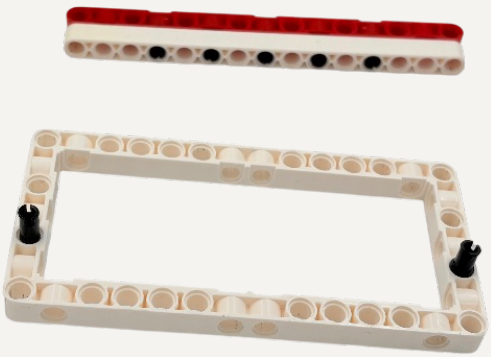
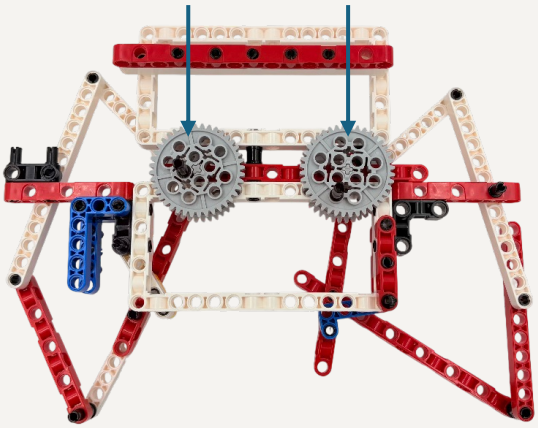

Рисунок 27
Рисунок 28
На раме (7х15) закрепите 1 короткий и один длинный штифт. Соедините балку (15) с 2х сторонней балкой (15) при помощи пяти коротких штифтов (рисунок 27). На осях закрепите вторую пару шестерней с прикрепленными длинными штифтами (рисунок 28).